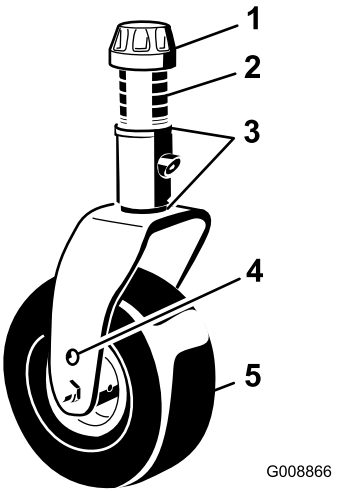
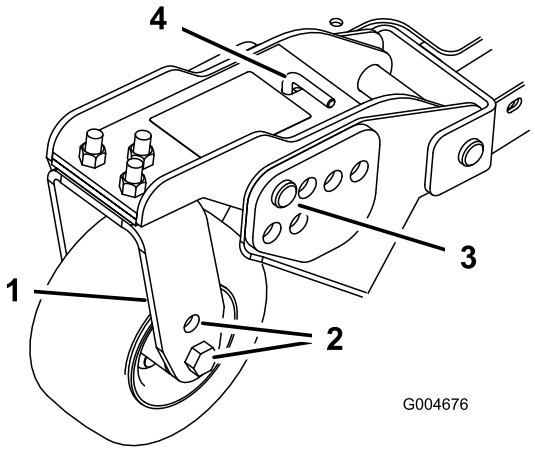
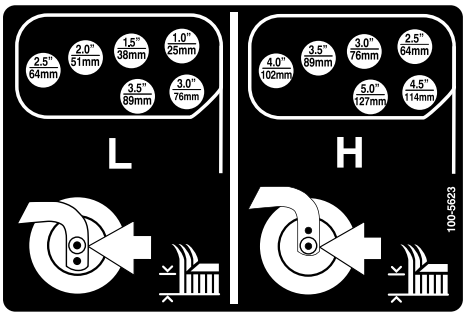

Figuur 18
Figuur 20
Figuur 21
1. Plaats de assen van de zwenkwielen in dezelfde openingen in alle zwenkwielvorken (Figuur 18 en Figuur 20).
2. Verwijder het klemkapje van de spilas en schuif de as uit de zwenkwielarm (Figuur 18).
6. Verwijder de R-pennen en de gaffelpennen uit de zwenkwieldraaiarmen (Figuur 20).
7. Draai de spanstang om de draaiarm hoger of lager te zetten totdat de openingen zich recht voor de gewenste openingen in de maaihoogtebeugel van het maaidekframe bevinden (Figuur 20 en Figuur 21).